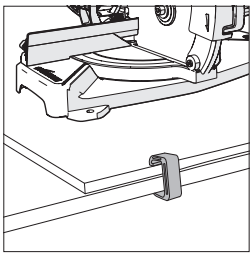

Abb. 2
- Verwenden Sie G-Schraubzwingen, um die Montageplatte an der Arbeitsoberfläche anzubringen. **(Abb. 2)**